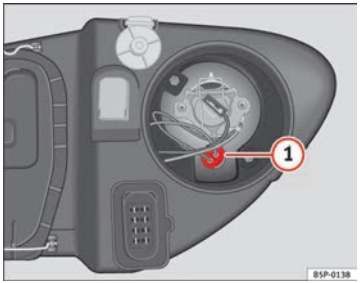

Fig. 188 Side light
– Extract the bulb holder ⇒ Fig. 188 (1) outwards.